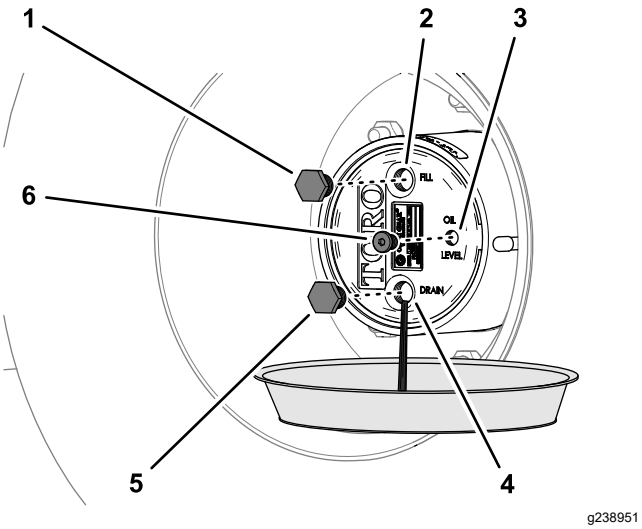

Figure 94
2. Place a drain pan under the hub of the planetary-gear drive, remove the drain plug, fill plug, and the check plug, and allow the lubricant to drain completely (Figure 94).